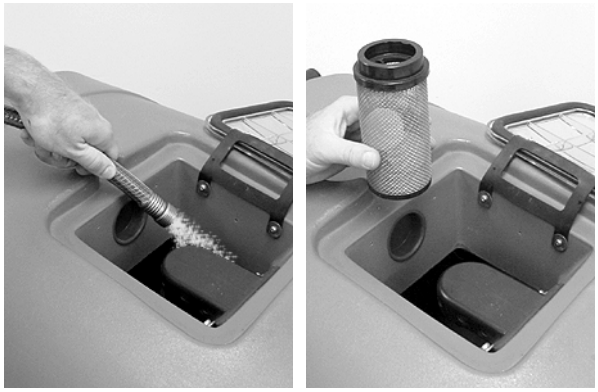

FIG. 21
3. Rincez le réservoir de récupération et le filtre d'arrêt à flotteur avec de l'eau propre (Figure 21).